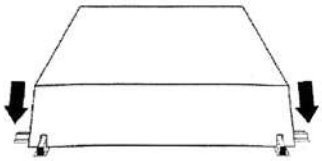

Fig. 3
- *Ensure the cracks on the edge of the cover fit onto the load-bearing profiles of the false ceiling (Fig. 3) and that the cover rests flatly on the panels adjacent to the square where the lighting fixture will be installed (Fig. 4).*